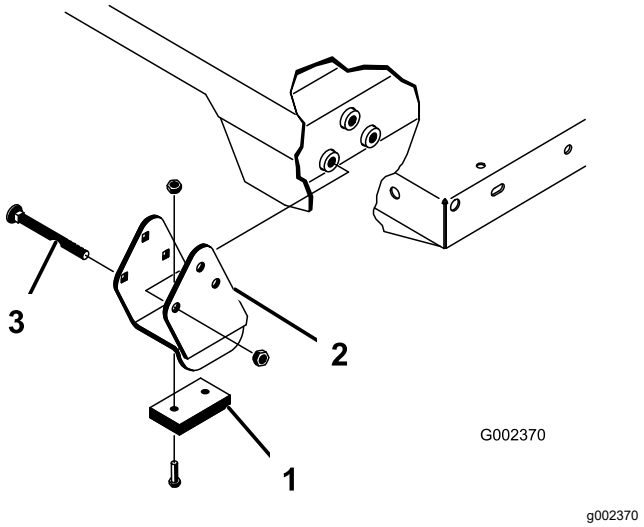

Figura 25
Certifique-se de que os suportes dos espaçadores e os bloqueios contra desgaste (Figura 25) foram instalados na cabeça das porcas no interior da máquina.
2. Coloque a plataforma com cuidado no chassis, alinhando os orifícios posteriores da placa articulada da plataforma com os orifícios do canal traseiro e coloque os 2 passadores de forquilha e pinos de sujeição (Figura 25).
4. Introduza o passador de forquilha na parte exterior da plataforma com o pino de sujeição virado para fora (Figura 25).